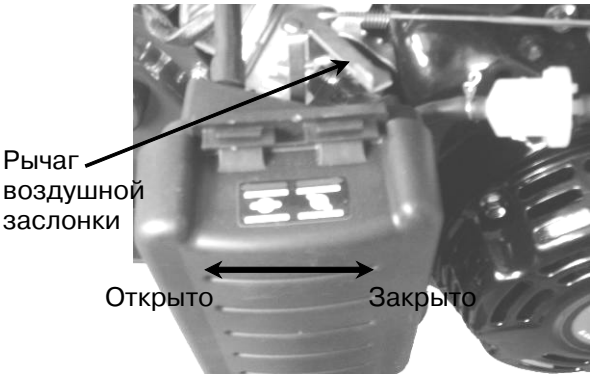

Рис.8
1. Передвиньте рычаг воздушной заслонки в положение CLOSE (закрыто). Рис. 8
Если рычаг воздушной заслонки находится в положении “CLOSE”, поверните его в положение “OPEN” после того, как двигатель проработает около 2х минут. (Рис. 8)